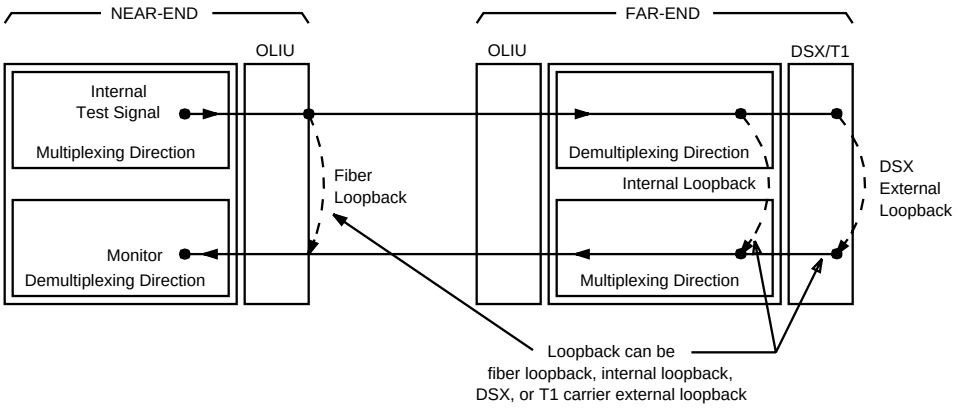

Figure 11-4. Automated Transmission Test of DS1 Signal in MUX Direction
- **`mux`** The test signal is inserted in the MUX direction (towards the optical fiber) as shown in Figure 11-4 on the following page. This is the default for this parameter.